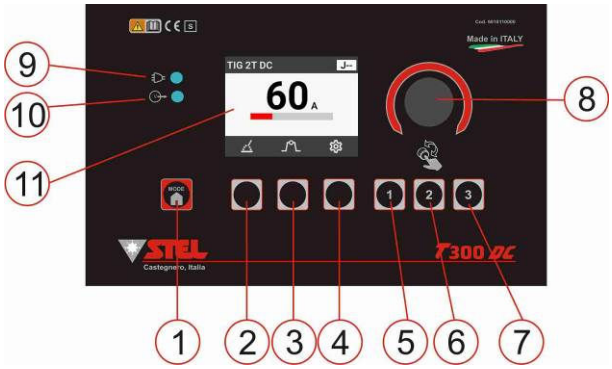

Fig. 1
- Press the button MODE/HOME (Fig.1,ref.1) to enter in the MODE SELECTION menu
- Turn the encoder (Fig.1,ref.8) and select STICK ;
- Press the encoder (Fig.1,ref.8) to confirm the choice;
1) From the main screen of the STICK mode press the button (Fig.1, ref.2)
2) Select MANUAL turning the encoder (Fig.1,ref.8);
3) To confirm the choice press the encoder (Fig.1,ref.8);
1) Press the button (Fig.1, ref.2)
2) Select EASY SET function turning the encoder (Fig.1,ref.8);
5) To confirm the choice press the encoder (Fig.1,ref.8);
6) Select the type of electrode turning the encoder (Fig.1,ref.8);
7) To confirm the choice press the encoder (Fig.1,ref.8);
8) Select the size of the electrode turning the encoder (Fig.1,ref.8);
9 To confirm the choice press the encoder (Fig.1,ref.8);
1) To enter the settings menu, press the button (Fig.1,ref.3);
2) Select the function to modify turning the encoder (Fig.1,ref.8)
3) To change the value of the chosen function, press the encoder (Fig.1,ref.8) and turn it;
1) Press the button (Fig.1,ref.3) to enter in the STICK SETTINGS menu ;
2) Select the function VRD 18V turning the encoder (Fig.1,ref.8).
3) Press the encoder (Fig.1,ref.8) and then turn it to activate the VRD (ON).
4) Press the button MODE/HOME (Fig.1,ref.1) to come back to the main screen;
1) Press the button (Fig.1,ref.3) to enter in the menu ;
2) Here, turning the encoder (Fig.1,ref.8), it is possible regulate the pulse frequency ;
3) Press the encoder (Fig.1,ref.8) to jump to the next function : Duty Cycle ;
4) Turn the encoder (Fig.1,rif.8) to modify the Duty Cycle value;
5) Press the encoder (Fig.1,rif.8) to jump to the next function BASE CURRENT ;
6) Turn the encoder (Fig.1,rif.8) to modify the base current value;
7) Press the button MODE/HOME (Fig.1,rif.1) to come back to the main screen;
1) Press the button MODE/MODE (Fig.1, ref.1) to enter in the menu.
2) Use the encoder (Fig.1, ref 8) to select the Welding Mode and press it to confirm the choice.
1) Press the button (Fig.1,ref.2).